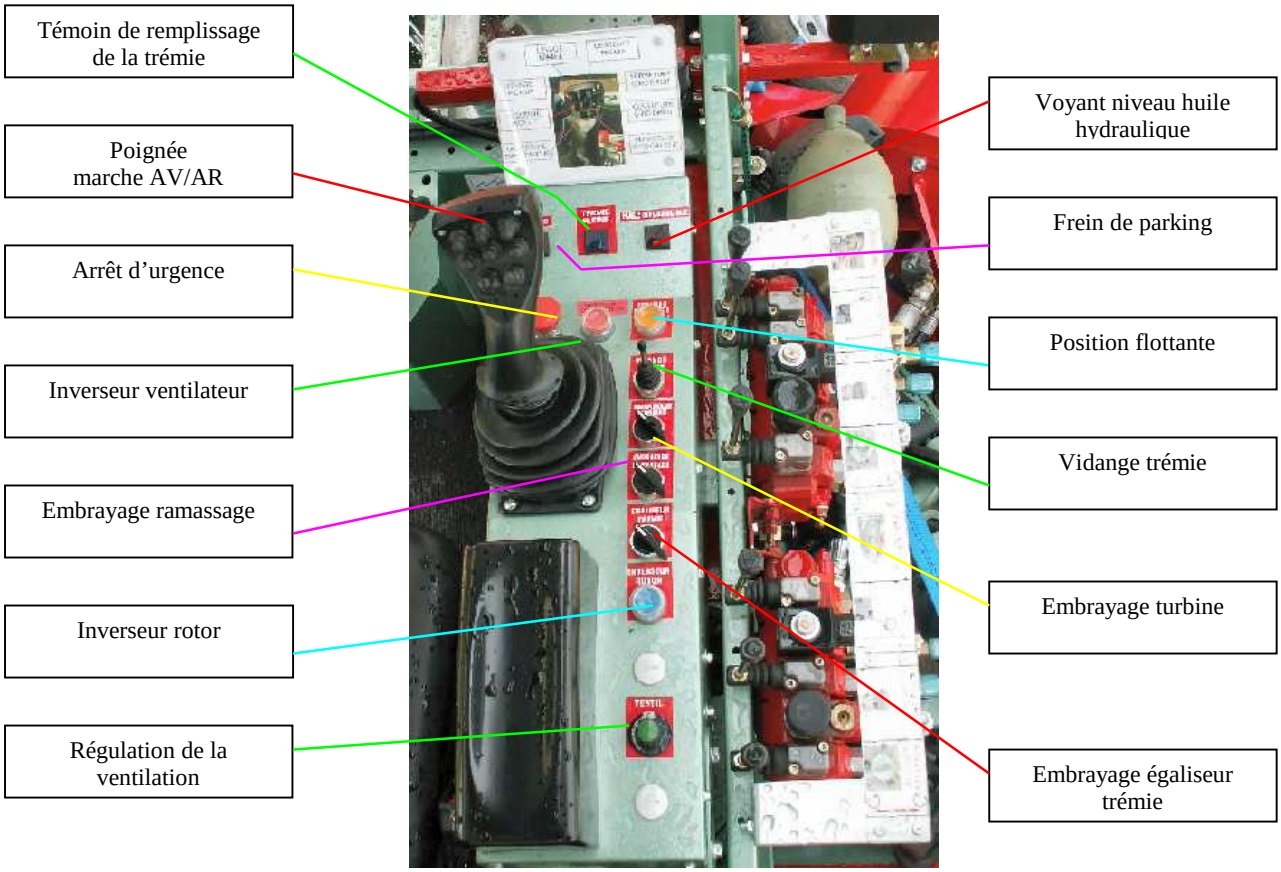
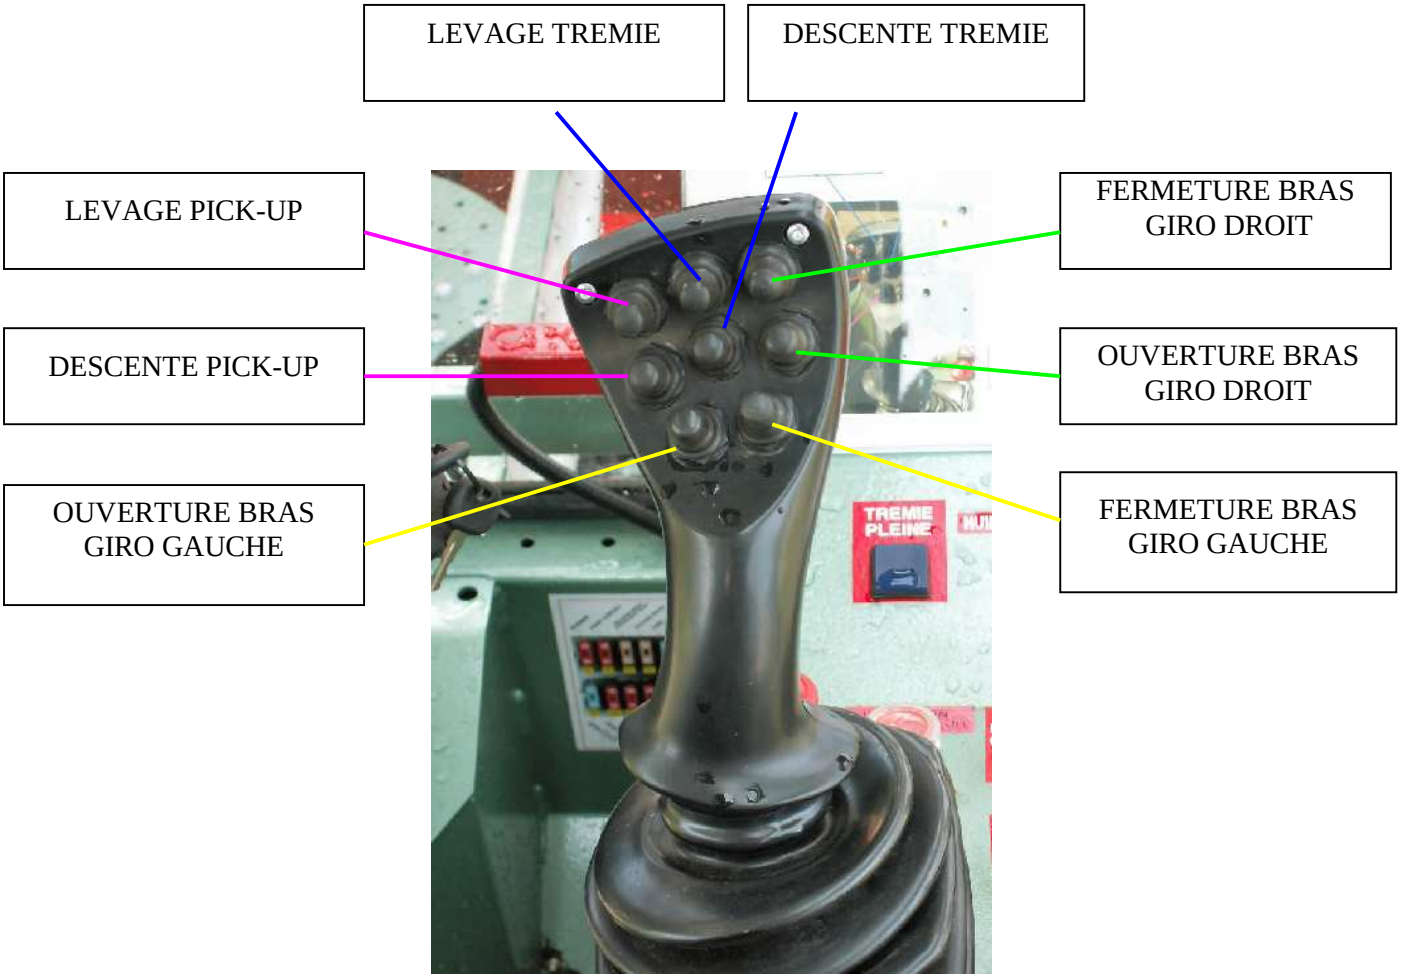
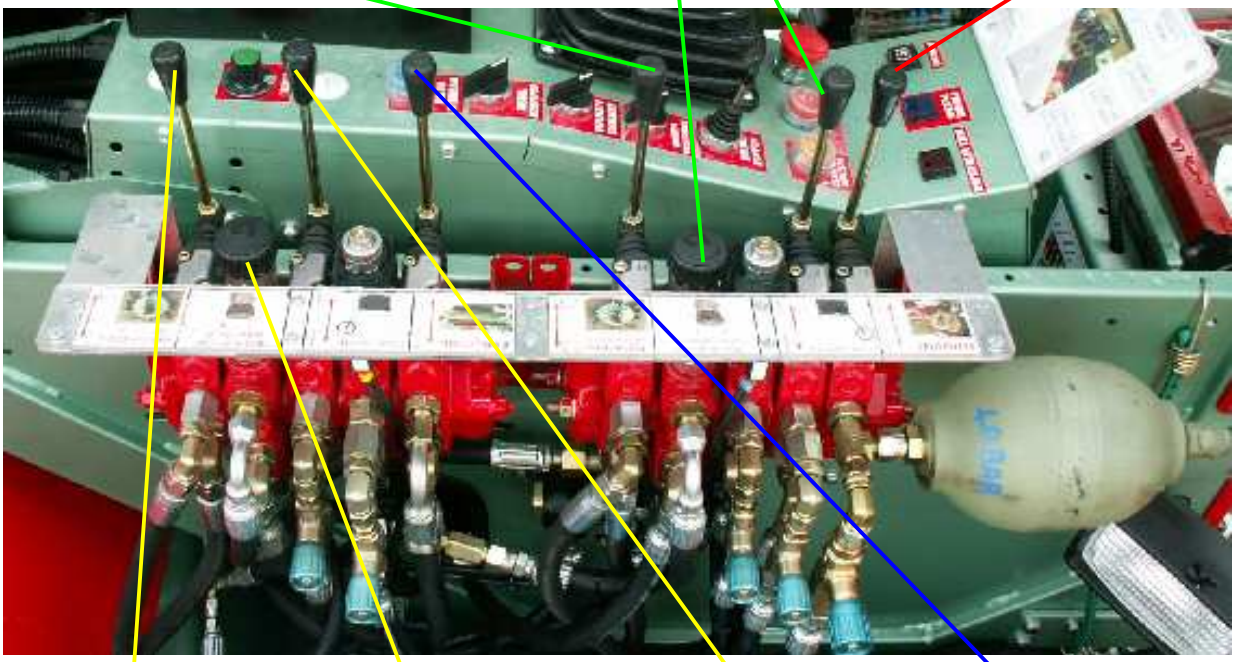

Figure 4
Figure 5
Figure 6
Pour mettre le gyrophare en marche actionnez l'interrupteur 1 de la figure 4. Afin de ne pas accrocher le gyrophare dans les arbres quand la machine est au travail, celui-ci peut se rabattre. Pour cela tourner le mât dans le sens inverse des aiguilles d'une montre (figure 11). Pour vous servir du gyrophare, remettez le mât en position verticale (figure 10).
- Mettez le contact en tournant la clé d'un cran (figure 4, repère 3), actionnez le démarreur en tournant la clé à fond.
Pour rouler sur la route mettre ce sélecteur sur la position 2 (figure 4, repère 10).
- Pour mettre la ramasseuse en position travail, baissez le pick-up sur ses butées (figure 5 repère 2) (version pommes, figure 6, repère 2).
- Ensuite, embrayez le balai de ramassage (figure 4 repère 7).
- Embrayez la soufflerie latérale pour chasser les fruits qui se trouvent entre les arbres (figure 4 repère 6).
- Mettez en fonction l'égaliseur de trémie (figure 4 repère 8).
- Levez la trémie, (voir figure 14) en appuyant sur le bouton 3 de la figure 5 (version pommes, bouton 3 figure 6) . Pour vidanger la trémie (figure 15) manœuvrez la manette (figure 4 repère 9).